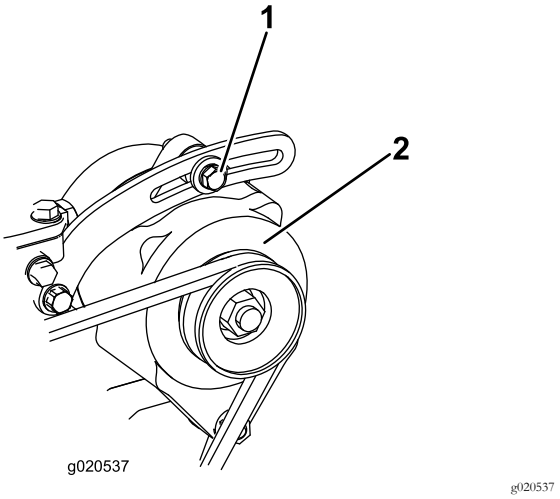

Figur 65
2. Lossa fästbultarna till generatorn (Figur 65).